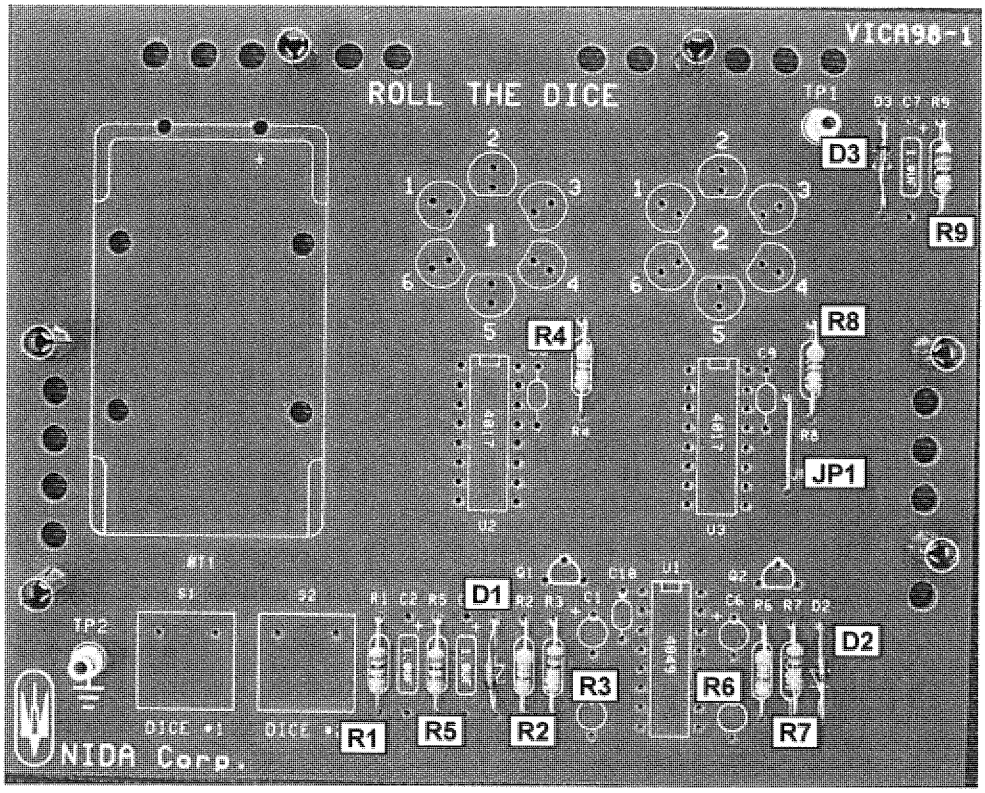

Figure 3
c. Install and solder the ½" precut jumper, the nine resistors, and the three diodes as shown in Figure 3. Observe polarity on the diodes and install the resistors so the color codes can be read from top to bottom when installed on the circuit board.